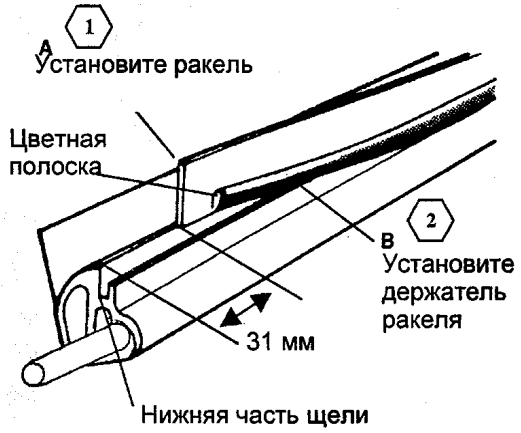

Рис. 4 Установка ракеля
1. (РИС. 4): УСТАНОВИТЕ РАКЕЛЬ.
(3) *ШАГИ 2A И 2B: Сохраняйте положение ракеля, показанное на рис. 4. Допускается, чтобы узел уплотнения ракеля и фиксатор выходили за конец выступа.*